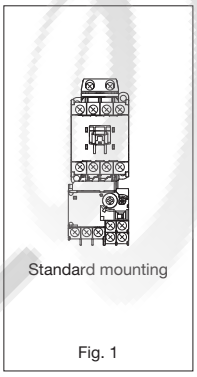
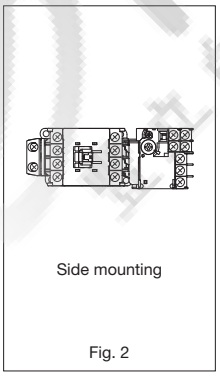
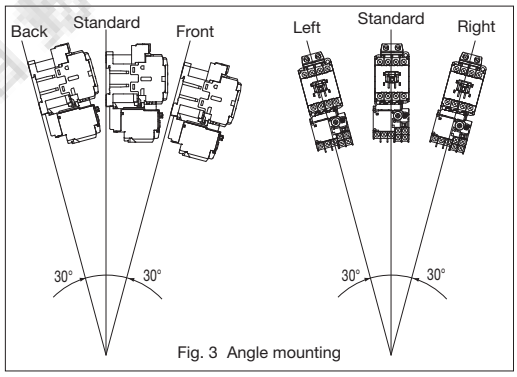

Fig. 1
Fig. 2
Fig. 3 Angle mounting
Mounting angle	(1) Standard mounting (Fig. 1) Figure 1 shows the correct mounting, but the following angle mounting is also permitted for the front/back and right/left. (Fig. 3) (2) Side mounting (Fig. 2) It is permitted if you keep the following points in mind. ·The characteristics of the magnetic contactor will be almost the same, but the mechanical durability and operating cycles per hour will be diminished. ·The operational limiting current of the thermal overload relay will vary slightly. (3) Ceiling mounting ·Ceiling mounting is not possible for standard type magnetic contactors and starters. Ceiling mounting would not satisfy the specified value of the operating characteristics due to the weight of the moving parts. (4) Horizontal mounting ·Horizontal mounting is not possible for standard type magnetic contactors and starters. Horizontal mounting could result in malfunction due to external vibration or shock caused by the weight of the moving parts. We offer products exclusively for horizontal mounting. To order one, please specify “Z109” at the end of the product type. However, products with “Z109” specifications cannot be used for standard mounting (vertical mounting). ·“Z109” product specifications for horizontal installation have 80% of the mechanical durability, electrical durability, and operating cycles per hour of the standard products. Also, in the case of magnetic starters, the operational limiting current of the thermal overload relay will vary slightly. ·Product types with “Z109” specifications for horizontal mounting are SC09□A to SC65□A and SC20□G to SC65□G. The low power consumption type (SC□G-L) is not available for horizontal mounting.